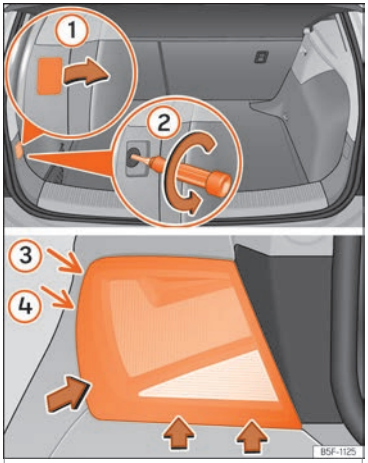

Fig. 115 Trunk: location of the bolt securing the tail light unit. Remove the rear light unit from side panel.
– Remove the cover by prying the flat side of a screwdriver into the recess and remove the cover from the opening ››› Fig. 115 (1).
– Carefully loosen the screw located behind the cover with a screwdriver, turning it anti-clockwise (arrows) ››› Fig. 115 (2).
– Tilt the light in the direction of the arrows until it comes out of its housing (positions (3) and (4)) ››› Fig. 115.